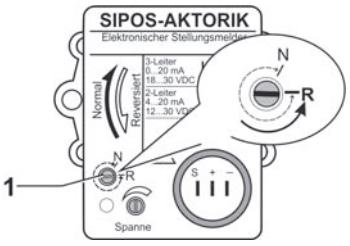

Fig. 11 : Réglage en mode inversé
Tourner le régulateur de mode (fig. 11, pos. 1) dans le sens antihoraire jusqu'à la butée « R ».
Le régulateur de mode (fig. 11, pos. 1) doit toujours se trouver dans une position finale, autrement le fonctionnement de l'organe de répétition est perturbé (les valeurs initiale et finale ne peuvent pas être réglées).